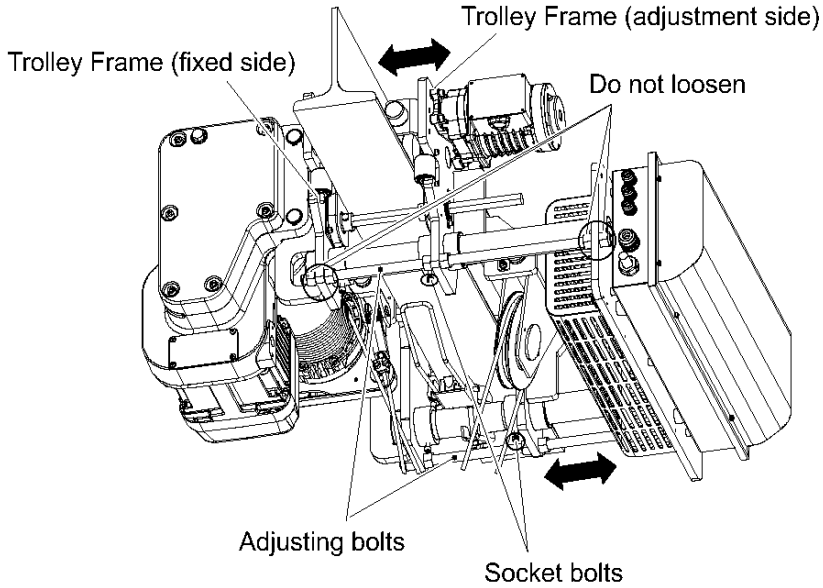
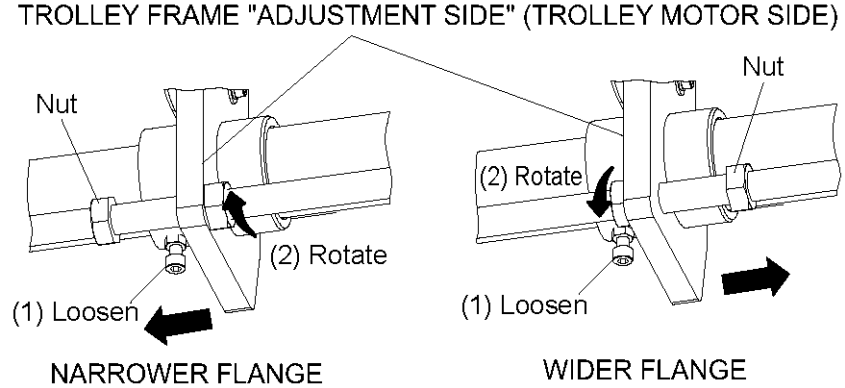

Figure 3-6 Adjusting distance between frames to accommodate beam
Figure 3-7 Loosen the Adjusting Bolt Nuts and Socket Bolts
3) **⚠ CAUTION** Only move/adjust the Trolley Frame “adjustment side” (side with trolley motor) of the trolley. The “adjustment side” is easily identifiable as the trolley motor is bolted to it. Never loosen the Adjusting Bolt Nuts on the “fixed side” or attempt to move the “fixed side” of theTrolley Frame. See **Figure 3-7** for Trolley Frame identification. Loosen the Socket Bolt attached to the lower side of the boss on the Trolley Frame “adjustment side” (trolley motor) side as shown in **Figure 3-6 and Figure 3-7**.
5) To adjust the flange width of the trolley, loosen the Socket Bolt located on the underside of the "adjustment side" of the Trolley Frame on each as shown in **Figure 3-6** and **Figure 3-7**.
To widen the flange width: Loosen the adjusting nut on the outer side of the trolley frame (adjustment side) and tighten the nut on the inner side of the trolley frame (adjustment side) shown in **Figure 3-7.** This must be performed uniformly on both Adjusting Bolt locations on each end of the trolley hoist as shown in **Figures 3-6.** Confirm dimension "A" as referenced in **Figure 3-9**.
To narrow the flange width: Loosen the adjusting nut on the inner side of the trolley frame (adjustment side) and tighten the nut on the outer side of the trolley frame (adjustment side) shown in **Figure 3-7.** This must be performed uniformly on both Adjusting Bolt locations on each end of the trolley hoist as shown in **Figure 3-6.** Confirm dimension "A" as referenced in **Figure 3-9**.
8) Once the hoist is in position with the beam flange wheel running surface, the trolley flange can be made narrowed to accommodate the respective beam flange width. Confirm dimension “t” = 5/64” (2 mm) as shown in **Figure 3-9.** (**See Section 3.4.1 Step 5 for proper procedure to widen flange width. Figures 3-7, 3-8 and 3-9**)